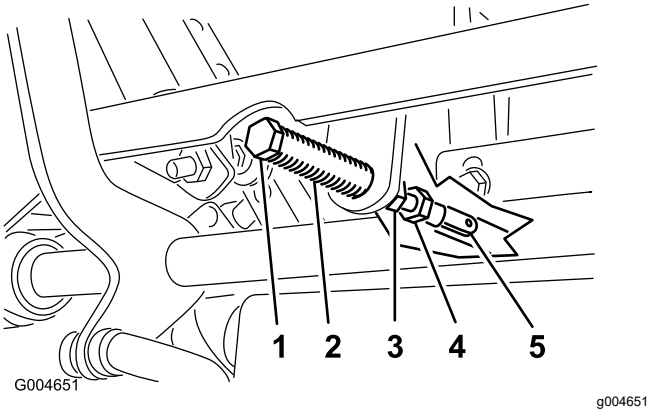

Figur 51
5. Dra reglaget bakåt tills sprintbulten (på armen ovanför den vridbara axeln) kommer i kontakt med spårets ände (så att det precis börjar tryckbelasta fjädern) enligt (Figur 51).
7. Lossa muttern och kontramuttern mot oket om justering krävs (Figur 51).
8. Dra rörelsereglagespaken något bakåt och vrid huvudet på justerskruven i lämplig riktning tills rörelsereglagespaken är centrerad i det NEUTRALA LÅSLÄGET (Figur 51).
9. Dra åt muttern och kontramuttern (Figur 51).
10. Dra åt kontramuttrarna vid kullederna (Figur 51).